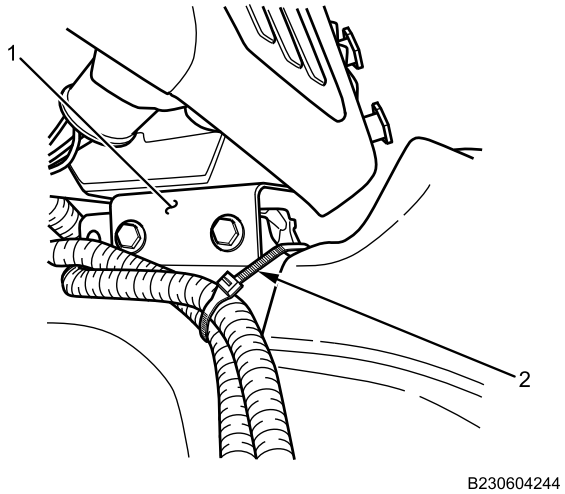

Figure 10. Cable Lock Strap.
3. Secure 12V feed harness with new cable lock strap (Figure 10, Item 2) on driver selector console (Figure 10, Item 1).